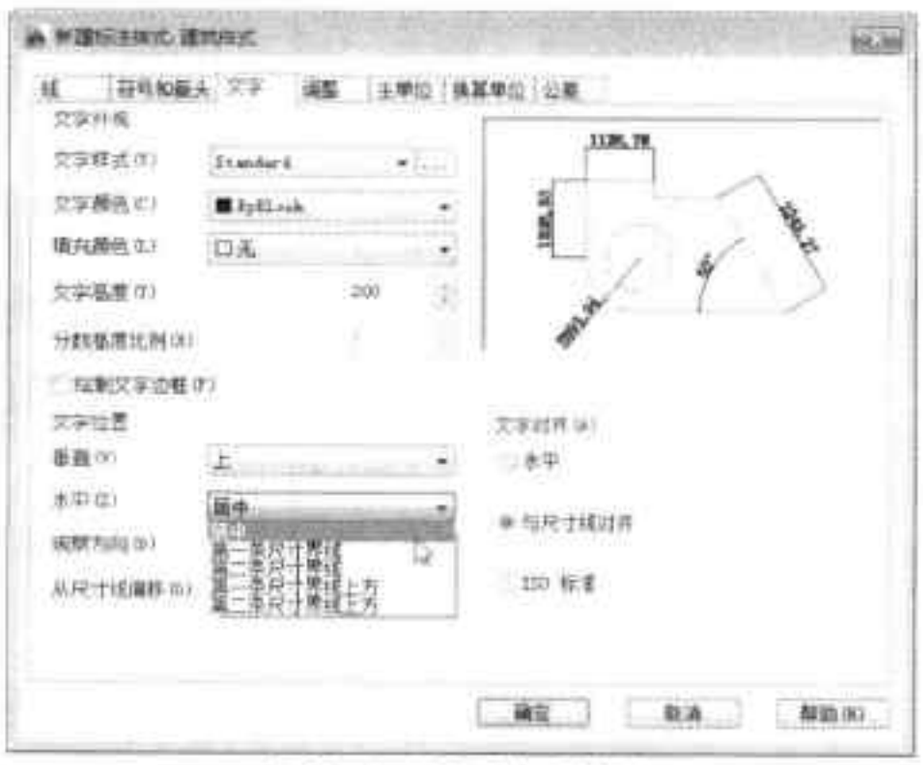

图9-6 设置文字位置
Step 06 在“文字位置”选项组中，将“垂直”设为“上”，将“水平”设为“居中”，如图9-6所示。